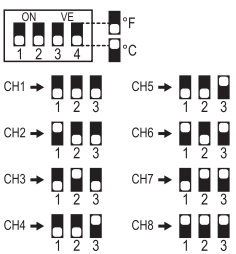

Figure 3
3. The WS-3400 supports up to eight transmitters. To set each channel number (the default is Channel 1), change DIP switches 1, 2 and 3, as referenced in Figure 3.
6. Verify the correct channel number (CH) and temperature units of measure (°F vs.°C) are on the display.